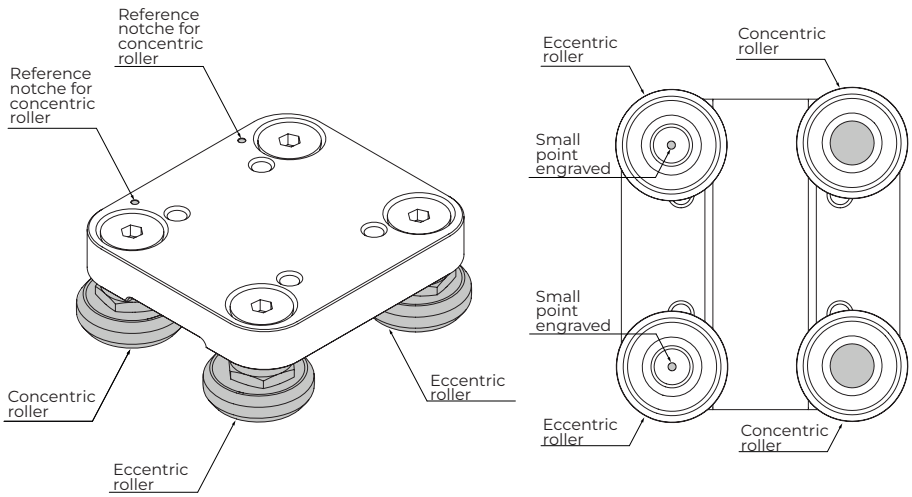

Fig.8
- Slightly loosen the fixing screws of the roller mounting. The eccentric roller pins are marked on the bottom (see Fig.8).